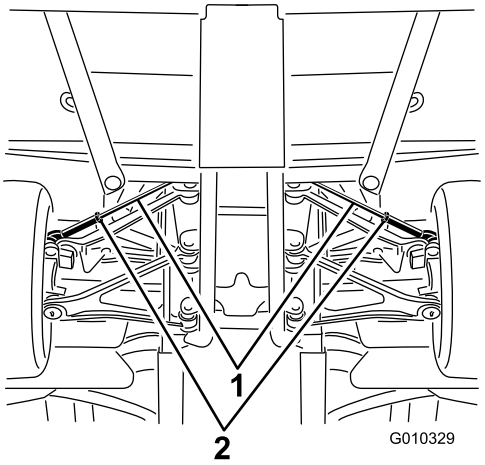

Figur 57
A. Løsne låsemutteren midt på parallellstaget (Figur 57).